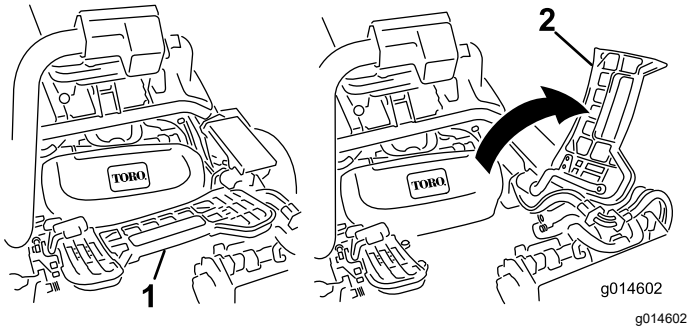

Figure 47
1. Relevez le repose-pieds pour accéder à la position de l'unité de coupe centrale (Figure 47).